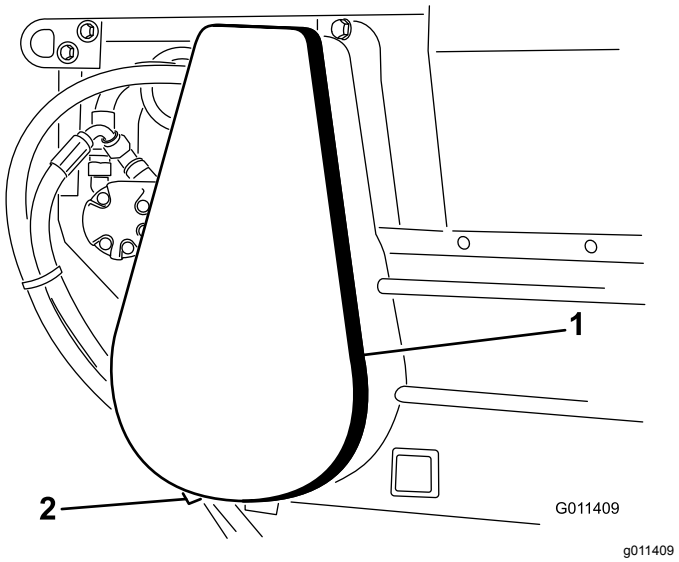

Figur 24
1. Afmonter kædedæksel og afstandsklods (Figur 24).